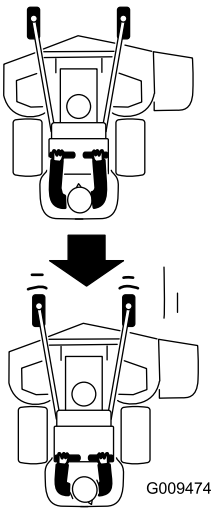

**Figur 24**
2. Dra bevegelseskontrollspakene langsomt bakover (Figur 24).